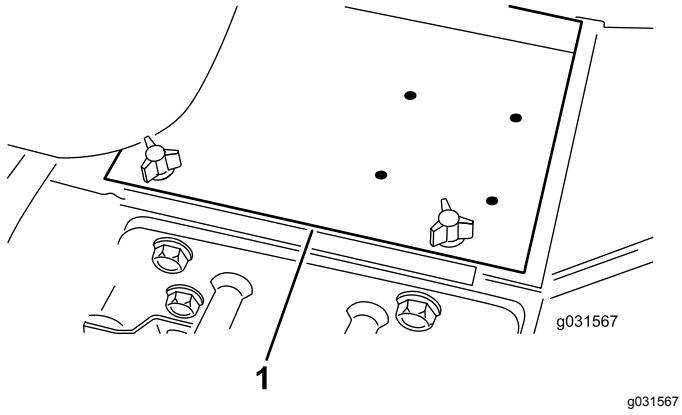

Figur 3
1. Ta bort batterikåpan (Figur 3).